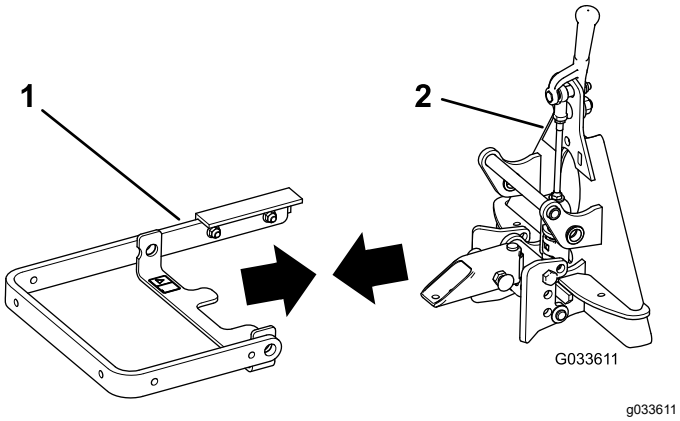

Bild 4
1. Fluchten Sie die Löcher im Hubarm mit den Löchern im Schnellkuppeldreieck aus (Bild 4).